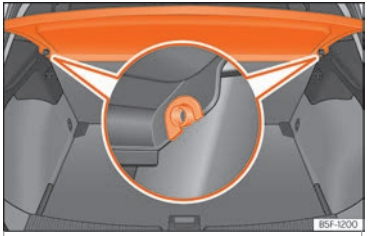

Abb. 122 Im Gepäckraum: Gepäckraumabdeckung aus- und einbauen.
- Drücken Sie die Abdeckung aus den Seitenhalterungen ››› **Abb. 122** aus, indem Sie diese nach oben ziehen und herausnehmen.
- Führen Sie die Abdeckung horizontal ein, so dass das „Hufeisen“ über den Achsen der Halter ››› **Abb. 122** liegt und drücken Sie die Abdeckung nach unten, bis sie einrastet.